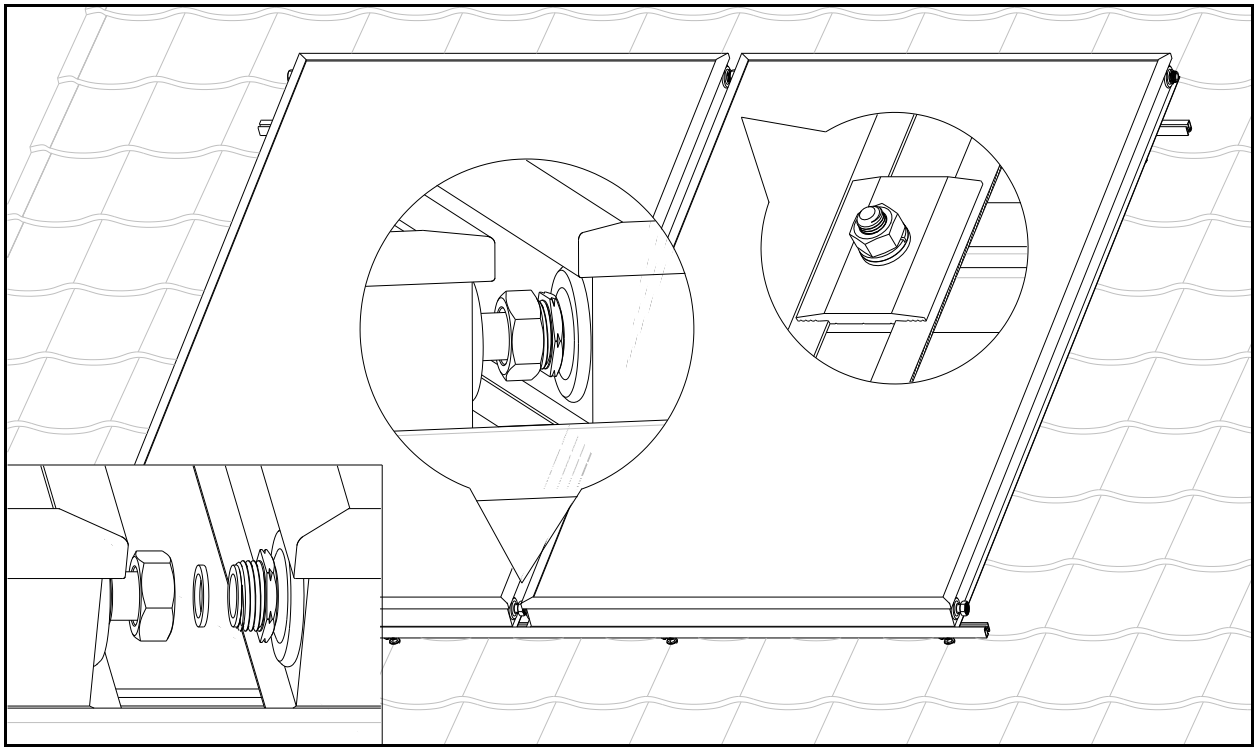

Рис. 12 Крепление одного солнечного коллектора к другому
12) установить следующий солнечный коллектор и присоединить его к уже установленному коллектору по двум патрубкам при помощи соединения через уплотнительные прокладки (см. рис. 12);
13) затянуть гайку на прижиме, установленном между коллекторами (см. рис. 12);